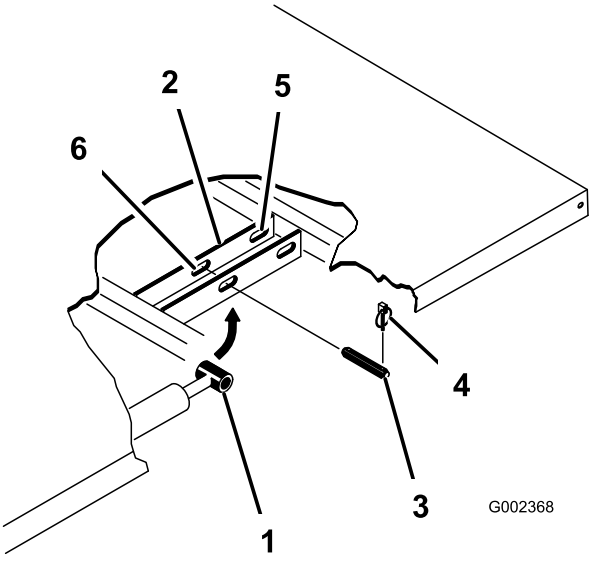

Figura 11
2. Retire las chavetas de los extremos exteriores de los pasadores de los pistones de los cilindros (Figura 11).
3. Retire los pasadores que fijan los extremos de los pistones de los cilindros a las chapas de montaje de la plataforma empujando los pasadores hacia dentro (Figura 11).
4. Retire las chavetas y los pasadores que fijan las placas de giro al bastidor (Figura 11).